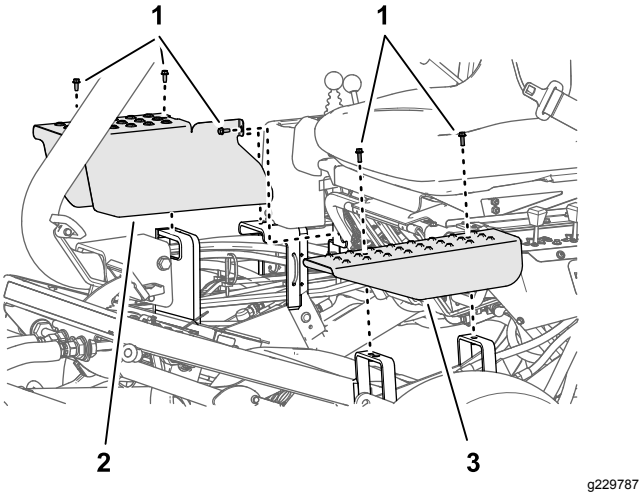

Figuur 52
2. De afdekplaat van de hefcilinder die u aan het afstellen bent, is bevestigd met bouten. Verwijder deze van de steunbeugels van het chassis (Figuur 52).